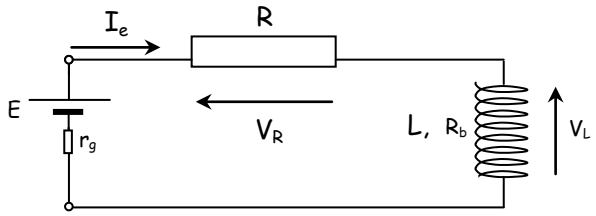

figure : 7
*Première demi-période (régime transitoire - figure 7) :*